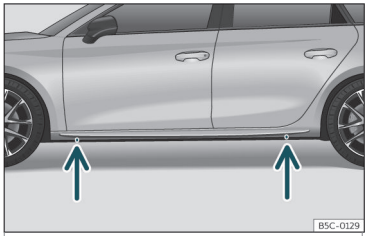

Fig. 38 Punti di appoggio per il cric.
- Individuare nel longherone il punto di appoggio del cric (zona avvallata) più vicino alla ruota da sostituire››› **fig. 38** .